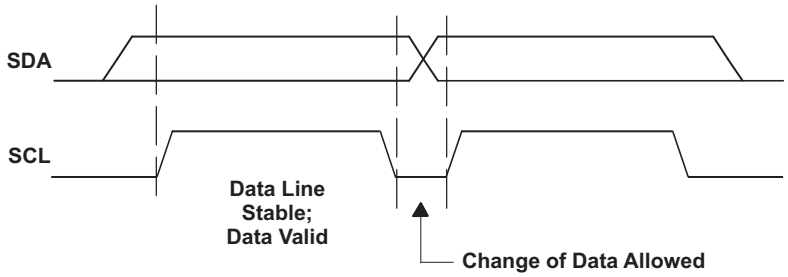
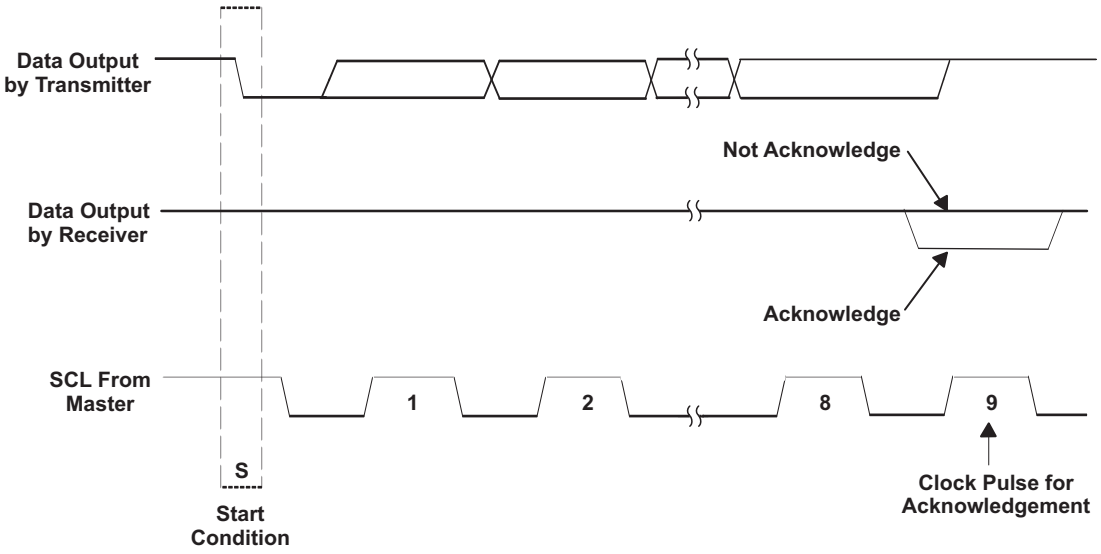

Figure 6. I²C Bit Transfer
Figure 7. I²C Acknowledge
- The master then generates the SCL pulses and transmits the 7-bit address and the *read/write direction bit* R/$\overline{W}$ on the SDA line. During all transmissions, the master ensures that data is *valid*. A *valid data* condition requires the SDA line to be stable during the entire high period of the clock pulse (see Figure 6). All devices recognize the address sent by the master and compare it to the respective internal fixed addresses. Only the slave device with a matching address generates an *acknowledge* (see Figure 7) by pulling the SDA line low during the entire high period of the ninth SCL cycle. On detecting this acknowledge, the master knows that a communication link with a slave has been established.